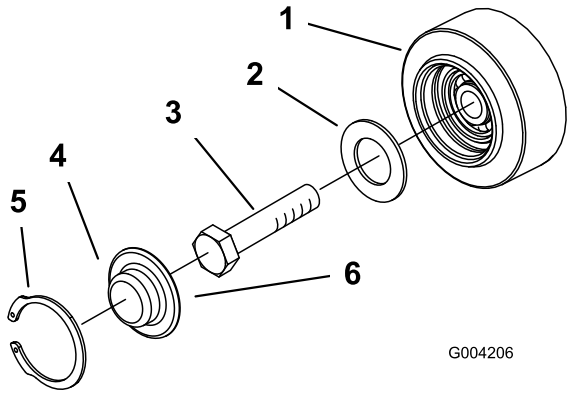

Rysunek 49
3. Usuń pierścień sprężynujący i kołpak z koła jezdnego (Rysunek 49).
4. Sprawdź smar pod kołpakiem i wokół uszczelki (Rysunek 49). Jeżeli smar jest zabrudzony, pełen grudek lub gdy go brakuje, należy usunąć cały smar, wymienić uszczelkę i dodać nowego smaru.
6. Przełóż nasmarowany kołpak koła jezdnego przez łeb śruby (Rysunek 49).
7. Zabezpiecz kołpak koła jezdnego za pomocą pierścienia sprężynującego (Rysunek 49).